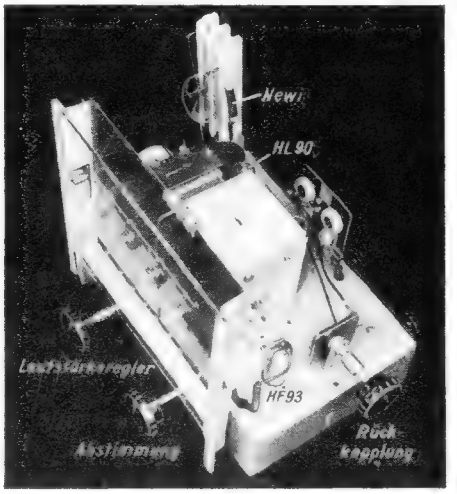

*Bild 1. Allstrom-Zweikreiser mit Miniatur-Röhren*
*Bild 1. Schaltbild des Fahrradempfängers. Anodenspannungstransformator: Kern M 42, Prim. 90 Wdg. 0,5 mm CuL, Sek. 2100 Wdg. 0,15 mm CuL. — Die 16-µF-Kondensatoren im Siebteil haben 120/150 V Betriebs- bzw. Spitzenspannung. — Der 0,1-MΩ-Regler in der Anodenleitung dient als Sparregler bei Batteriebetrieb und setzt bei genügender Lautstärke den Anodenstromverbrauch herab*